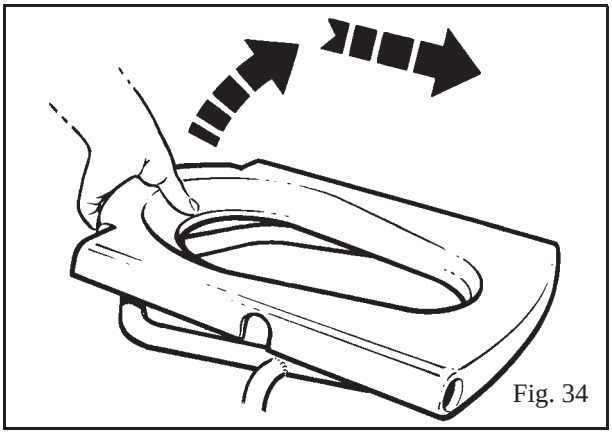

Fig. 34
2. Før sædet fremad et lille stykke, indtil det er fri af rammerørene, og løft det af. (Se fig. 34)